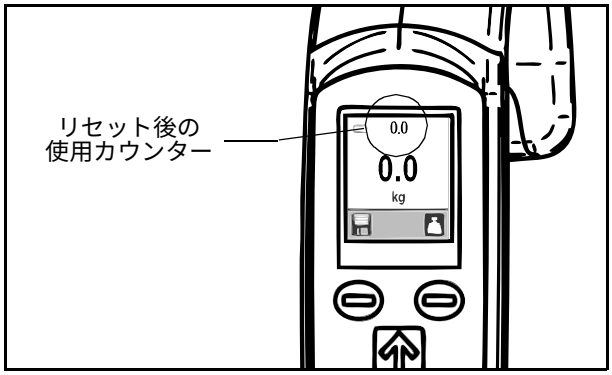

図 4
5. 停止ボタンを使用して、ユニットの電源を再度オフにします。次回ユニットの電源を入れたとき、使用カウンタの数字にゼロ値が表示されます （図 4 を参照）。